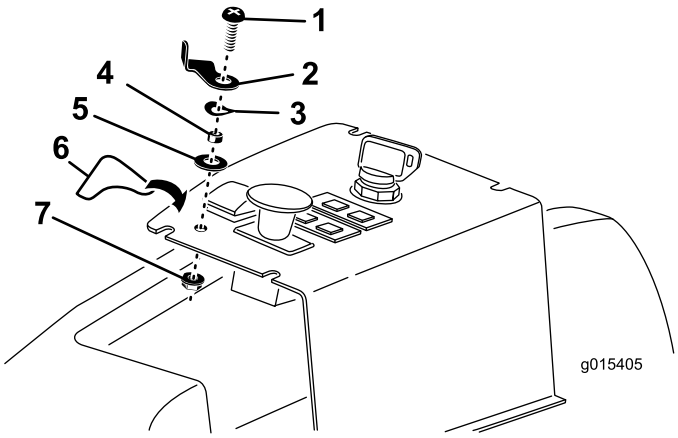

**Figuur 13**
3. Monteer de liftvergrendelingshendel, afstandsring, golfring en platte ring op de cilinderkopschroef van 1/4 x 1 inch. Volg hierbij Figuur 13.
4. Breng de schroef van de liftvergrendelingshendel aan op het gat in het bedieningspaneel en zet vast met een borgmoer. Plaats de liftvergrendelingshendel zoals op Figuur 13.
5. Plak de sticker van de liftvergrendelingshendel op het bedieningspaneel. Raadpleeg hiervoor Figuur 13.